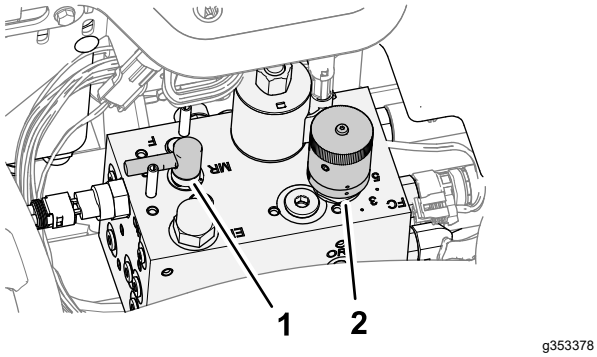

Figur 91
3. Flyt baglapningsgrebet til positionen F (klipning) (Figur 91).